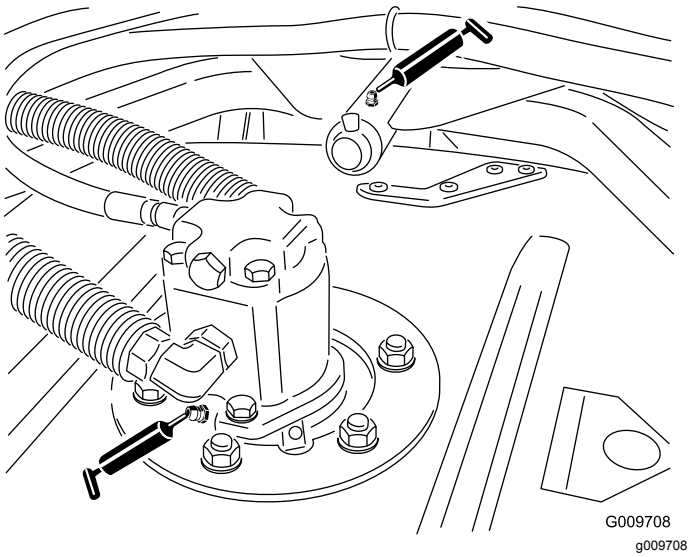

Figur 47
- Klippenhetens spindelaxellager (1 per klippenhet) (Figur 47)
- Klippenhetens bärarmsbussningar (1 per klippenhet) (Figur 47)